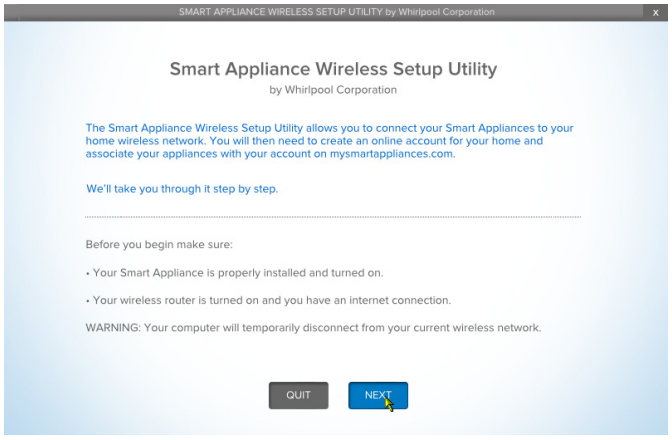

Figure 6
2. Launch the setup utility. The following screen should appear (see figure 6).